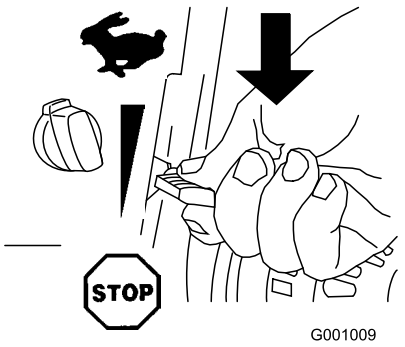

Bild 29
1. Schieben Sie den Gasbedienungshebel auf die Stopp-Stellung (Bild 29).